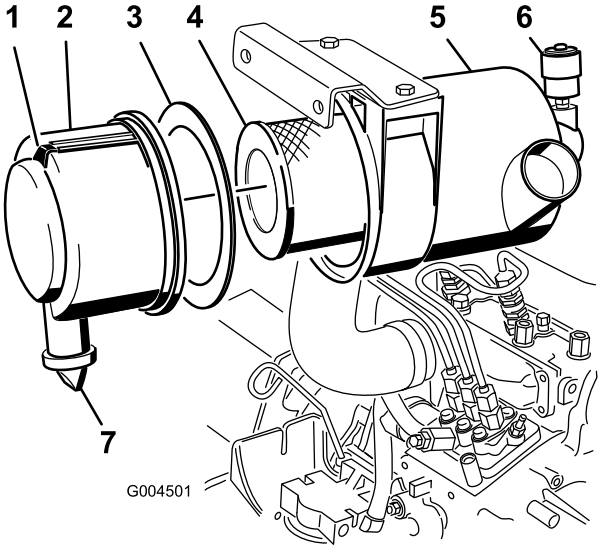

Figur 39
2. Utför service på luftrenarfiltren när luftrenarindikatorn (Figur 39) är röd eller var 400:e timme (oftare i mycket dammiga eller smutsiga förhållanden). För mycket underhåll får inte utföras på luftfiltret.
1. Dra ut spärren och vrid luftrenarkåpan motsols (Figur 39).
2. Ta bort kåpan från luftrenaren (Figur 39).
4. Ta bort och byt ut huvudfiltret (Figur 39).
6. Kontrollera att skumpackningen sitter på plats i kåpan och att den inte är sliten eller skadad (Figur 39).
A. Ta bort gummiutloppsventilen från kåpan (Figur 39).
10. Nollställ indikatorn (Figur 39) om den är röd.